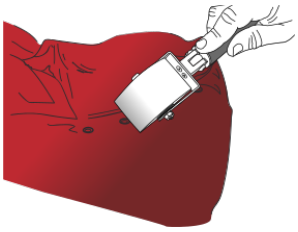

Figure 18
- Passer ensuite la ROLLRIV (FIG. 18) sur le film pour le faire adhérer sur toute la surface du rivet puis faire le tour du rivet avec la raclette ou le pouce.